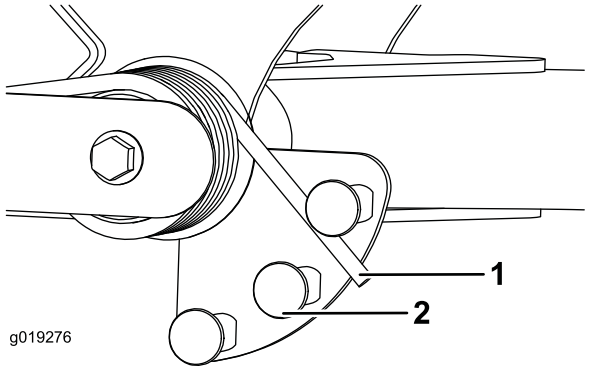

Figur 43
2. Sätt ett rör eller liknande på den långa fjäderänden och vrid det runt fjäderdonet till önskat läge (Figur 43).